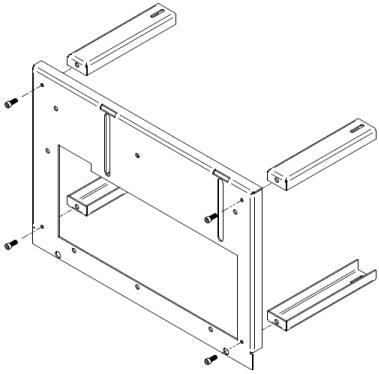

Figura 33 - Tabella per installazione ausiliaria
1. Proteggere la superficie su cui si lavorerà. Devono unire le quattro gambe del tavolo con quattro viti M8x20mm DIN912 come mostrato in Figura 33, è necessario serrare solo a mano, per essere più facile da eseguire il resto del gruppo di montaggio. Come mostrato in Figura 33.